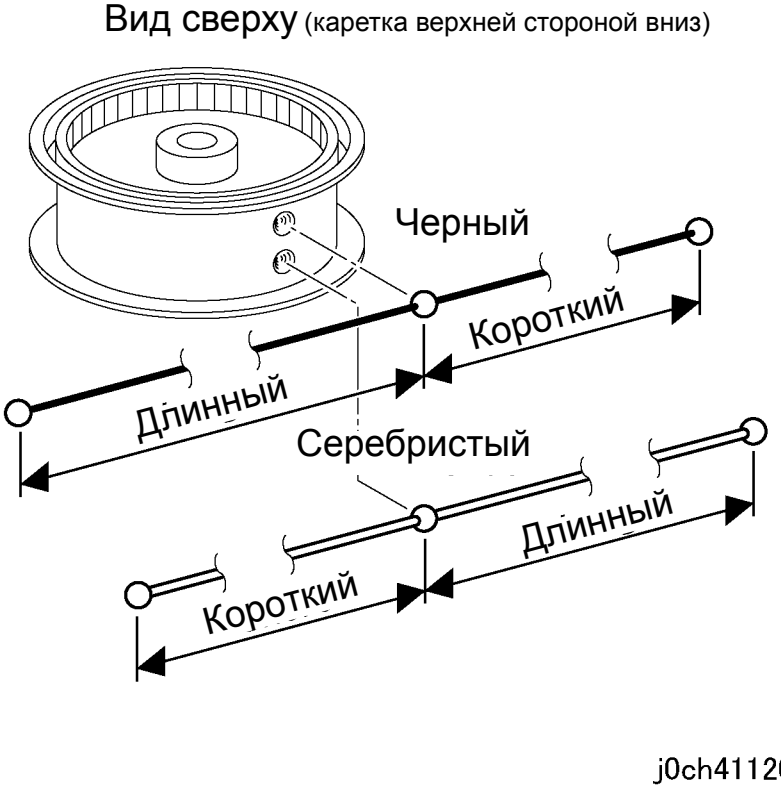

Рисунок 2 Установка тросиков-1 (j0ch41120)
1. Совместите шарик переднего/заднего тросика каретки с отверстием в барабане и вставьте шарик в отверстие (рисунок 2).